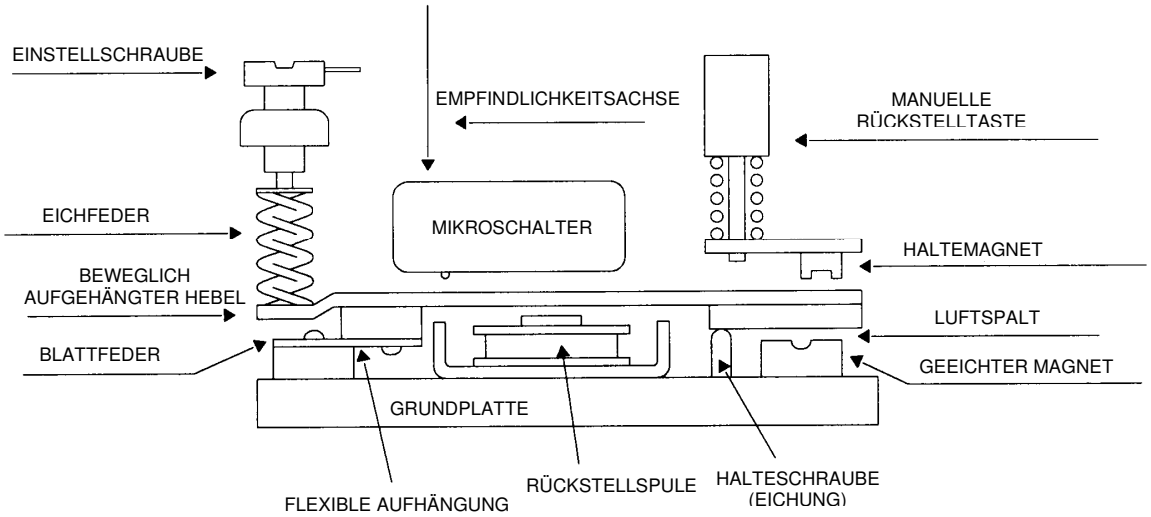

Abbildung 4-1. Funktionsweise des Vibraswitch Modell EURO366
Der Vibraswitch Modell EURO366 reagiert auf Vibrationen empfindlich, die in einer Achse (Nachweisachse) senkrecht zu seiner Grundplatte erfolgen (siehe Abb. 4-1). Das Instrument enthält eine Vorrichtung zum Nachweis von Vibrationen, die auch als mechanischer Verstärker wirkt. Diese betätigt einen Mikroschalter, wenn die Intensität der Vibrationen den vom Benutzer bei der Kalibrierung eingestellten Schwellenwert überschreitet.
2. Die Blattfeder zwischen den festen Teilen und dem beweglichen Hebel ist gebrochen. (Abb. 4-1).